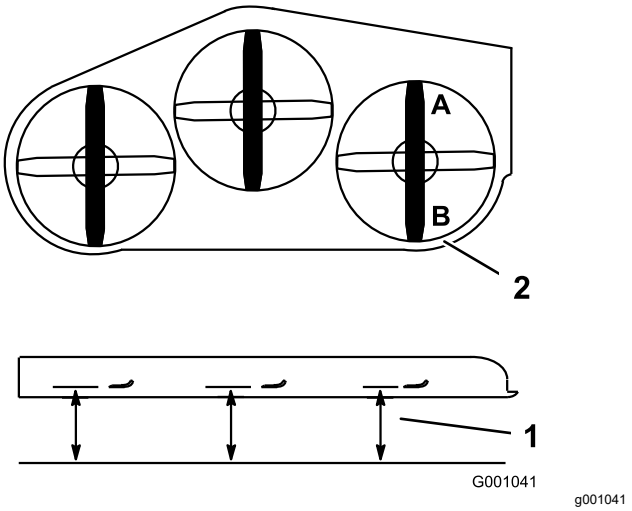

Figura 99
2. Coloque una cuchilla en posición longitudinal. Mida en las posiciones **A** y **B** desde una superficie nivelada hasta el filo de corte de los extremos de la cuchilla (Figura 99).